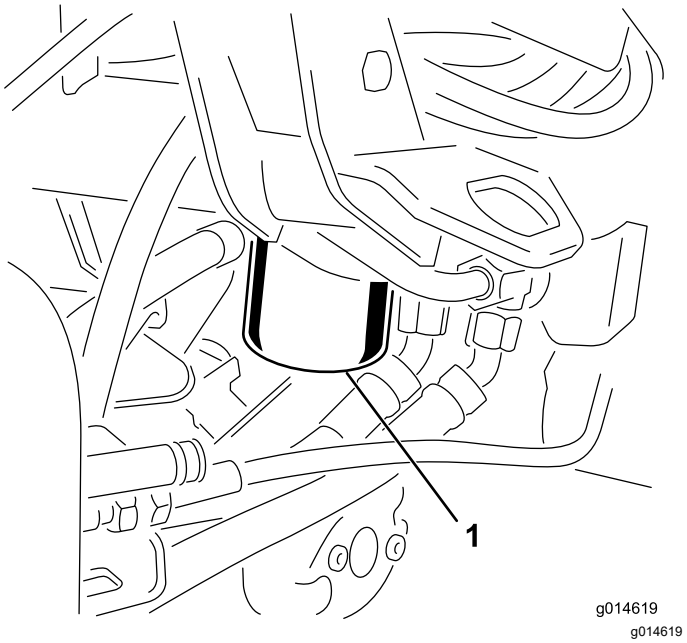

Figur 44
1. Rengjør området rundt der filteret skal festes (Figur 44). Plasser et tappefat under filteret, og ta ut filteret.